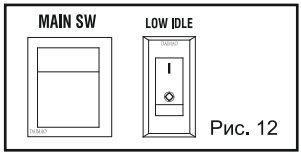

Рис. 12
1. Поверніть ГОЛОВНИЙ перемикач у положення «I». Поверніть перемикач LOW IDLE в положення «O». (Рис. 12)